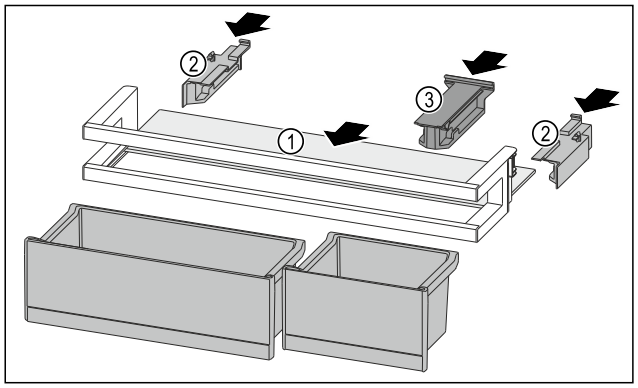

Fig. 145
▶ Push the shelf *Fig. 145 (1)* into the side recesses.
▶ Insert the side parts *Fig. 145 (2)*.
▶ Insert the holding part *Fig. 145 (3)*.